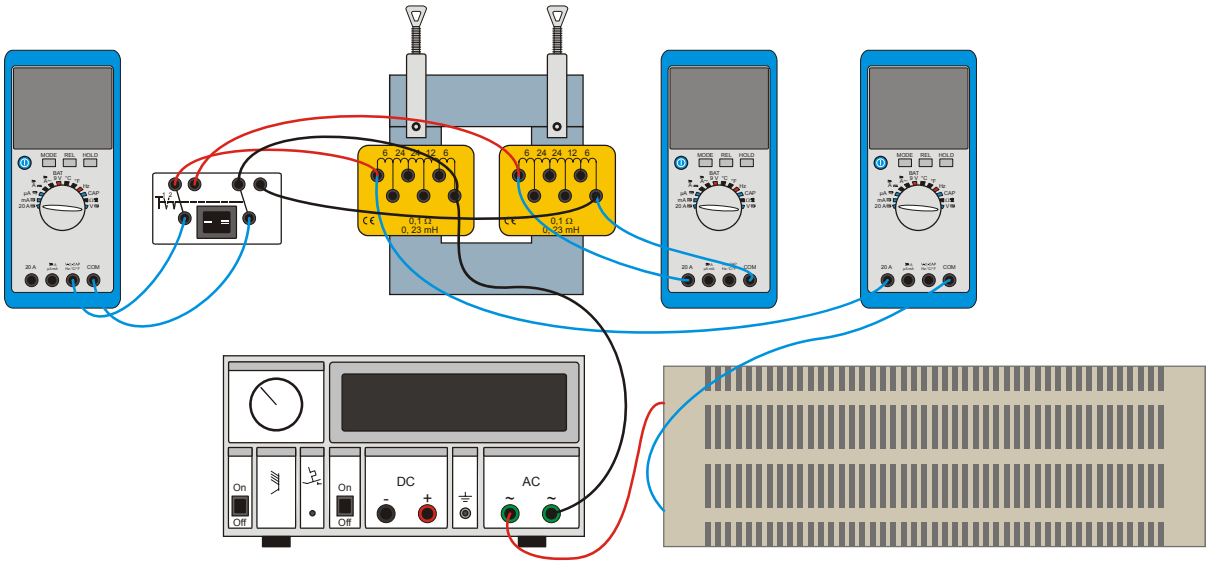

Fig. 1: Experimenteller Aufbau.
- Transformator aus Transformatorkern und zwei Kleinspannungsspulen mit 72 Windungen gemäß Fig. 1 aufbauen.